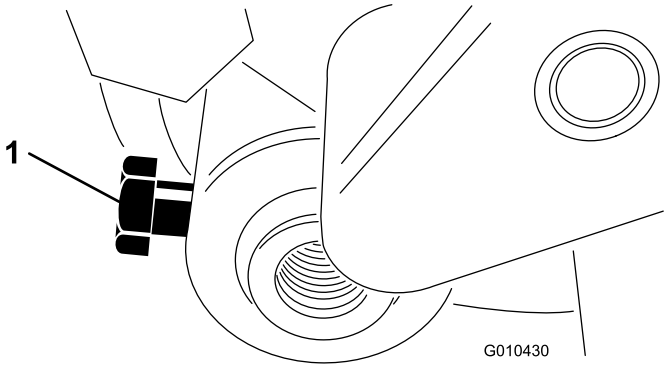

Figura 30
3. Allentate il bullone che fissa l'albero del rullo al braccio dell'altezza di taglio (Figura 30).